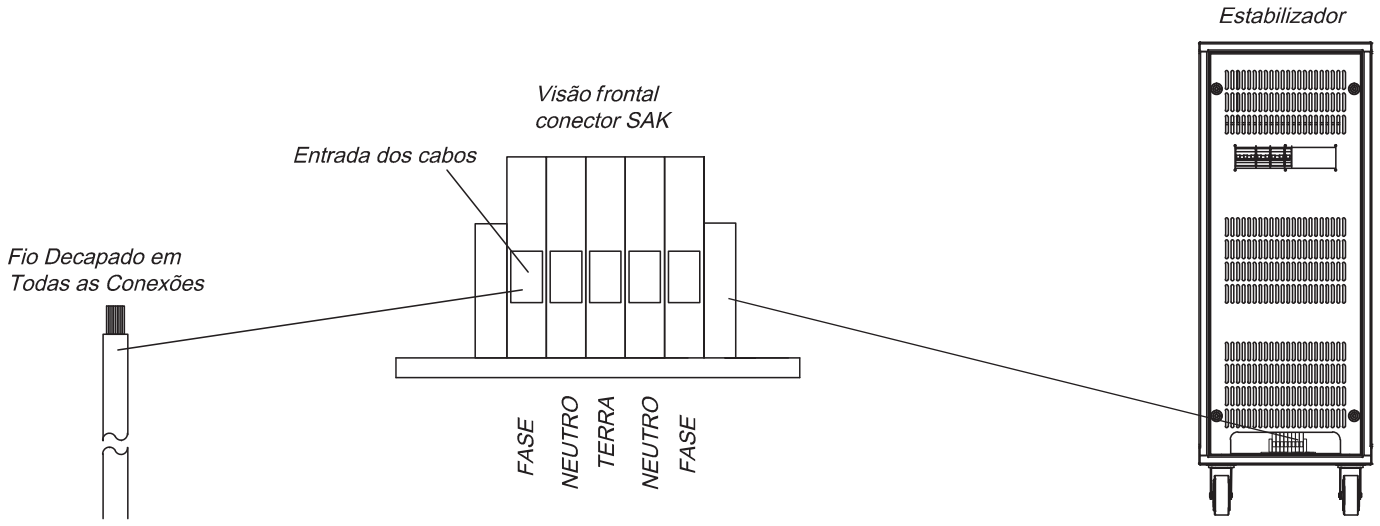

Figura 8
5. Primeiramente conectar o cabo terra conforme a figura 8.
10. Ver localização dos conectores na figura 8.